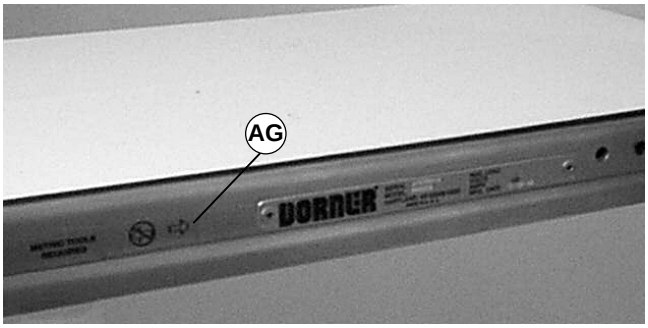
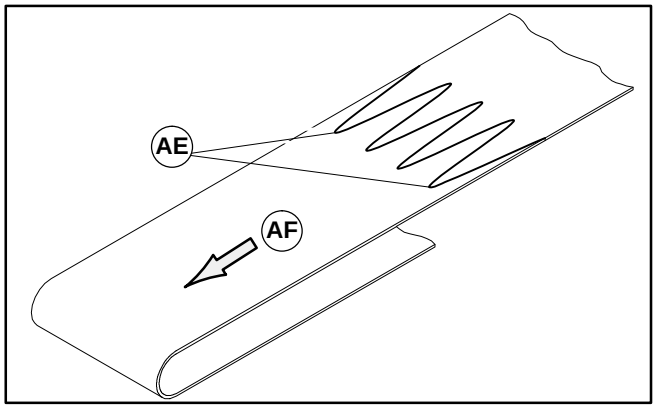

Abbildung 24
Abbildung 25
WICHTIG: Bei einem Flachbandförderer wird der Abstreifer am Abwurfende installiert. Die Laufrichtung des Gurts wird durch eine Pfeilmarkierung an der Seite des Förderers identifiziert (AG siehe Abbildung 24). Bei einem reversierenden Getriebemotor muß ein zweiter unterer Abstreifer am entgegengesetzten Ende installiert sein.
1. Das Förderband so ausrichten, daß die Spitzen der Gurtspleißung (AE siehe Abbildung 25) laut Angaben auf dem Etikett (AG siehe Abbildung 24) in die Laufrichtung des Gurtes weisen (AF).